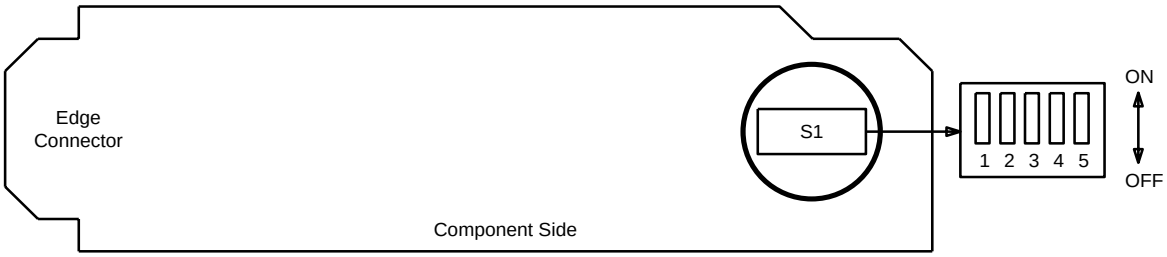

Figure 1. T1EXT Option Settings
Refer toTable A and Figure 1 and set the line code option switches, if required.
6. Refer to Figure 1 and Table A, and set line code option switches on protection **T1EXT** circuit pack(s).